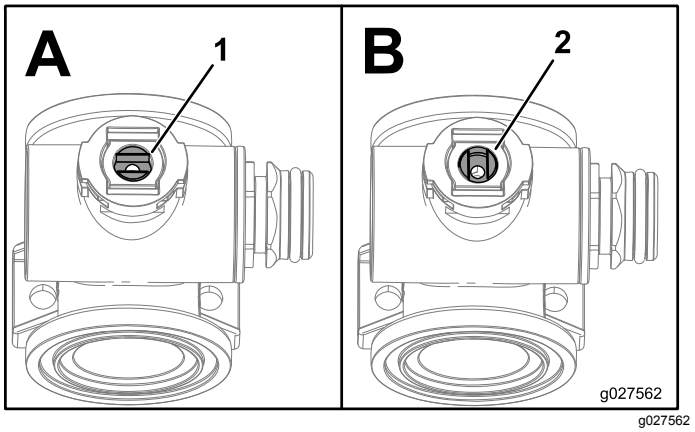

Figuur 71
1. Plaats de afsluiter zo dat deze in de gesloten stand staat (B van Figuur 71).
3. Draai de afsluiter zo dat de kogel in de geopende stand staat (A van Figuur 71).
7. Draai de afsluiter zo dat de klep gesloten is (B van Figuur 71)